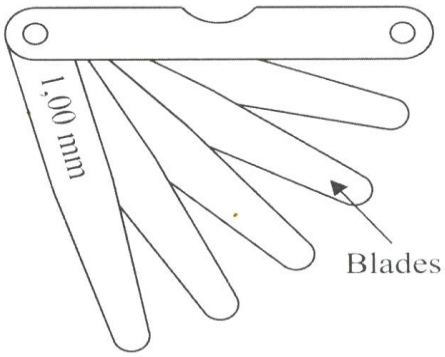

FIGUUR 5 (1)
3.4 Wat word die meter in FIGUUR 5 genoem?